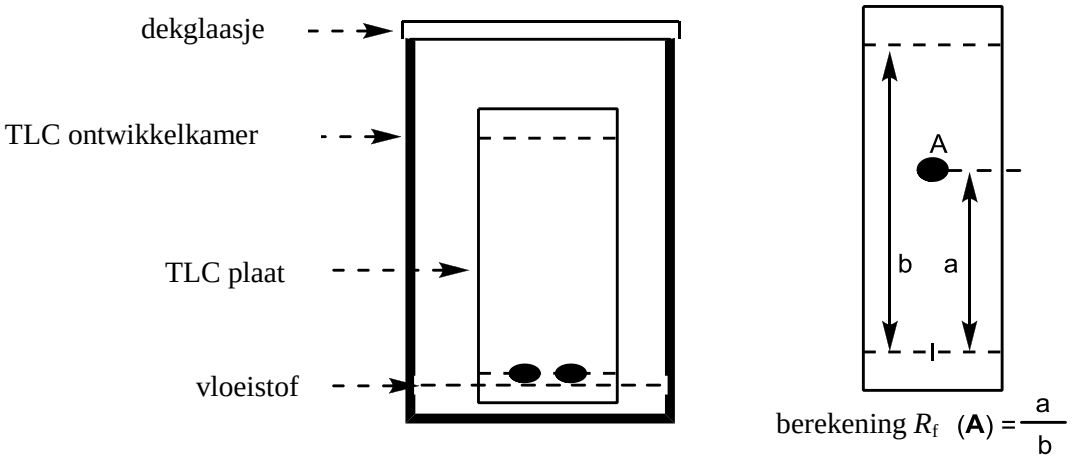

Figuur 2.3. Een TLC plaat geplaatst in de TLC ontwikkelkamer en instructies voor het berekenen van de R_f waarde van verbinding **A**.
10. Omcirkel de verschenen vlekken en bereken de R_f waarde van zowel het artemisinine als je eigen product (*Zie instructies in Figuur 2.3*). Doe je TLC plaat in een petrischaaltje.